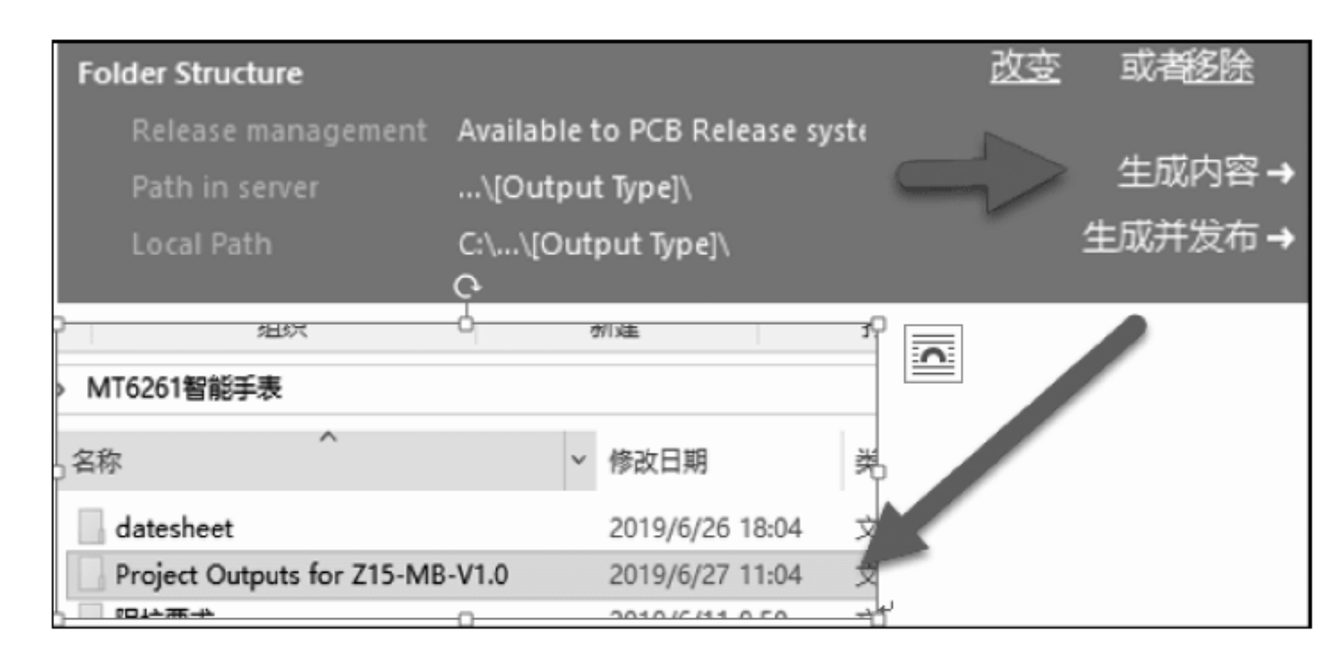

图 7-53 生成内容
(10) 输出生成内容。单击各个输出容器中的“生成内容”按钮,即可将输出内容输出到指定的路径下。若是没有更改输出路径,输出的内容将保存在工程文件路径下的 Project Outputs for...文件夹中,如图 7-53 所示。